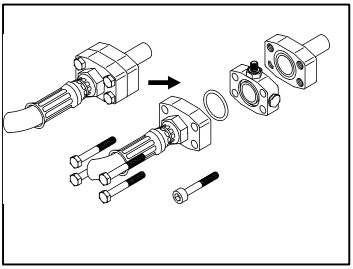

Bild 4
4. Lösen und entfernen Sie die vier Bolzen der Flanschplatten (Bild 4) und trennen Sie die Flansche. Setzen Sie die fertige Anbauflanschplatte dazwischen ein und stellen Sie sicher, dass die entsprechenden 'O'-Ringe eingesetzt sind und der 1/4" Verschraubungsanschluß sich auf der richtigen Seite befindet.
5. Verschrauben Sie, unter Verwendung der mitgelieferten längeren Bolzen, die Flansche wieder. Gehen Sie dabei sicher, daß die 'O' Ringe nicht verrutscht sind. Überprüfen Sie, ob der 1/8" auf 1/4" Verschraubanschluß richtig orientiert und genügend Raum für den Schlauchanschluß bietet (siehe Bild 4).